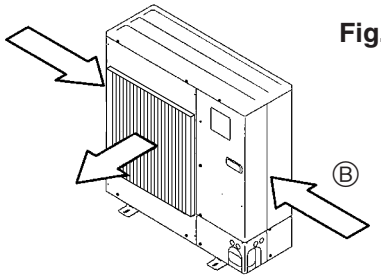

Fig. 2-5
③ Anbring om muligt enheden således, at luftudblæsningen blæser vinkelret på den fremherskende vindretning. (Fig. 2-5)